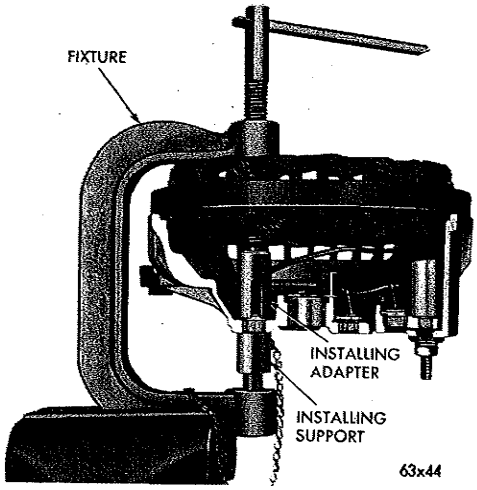

*Fig. 41—Installing a Rectifier*
(1) Check rectifier identification to make sure correct rectifier is being installed. Refer to Parts List for rectifier identification.
(2) Start rectifier squarely into mounting hole.
(3) Support heat sink or rectifier end shield on installer adapter of Tool C-3928. With the installing adapter positioned on the rectifier, carefully apply pressure with tool pressure screw until the installer tool, rectifier, rectifier end shield or heat sink are in alignment and after determining that rectifier is started squarely in the casting, slowly apply pressure with tool pressure screw until you feel the collar of the rectifier bottom against casting (Fig. 41). **Make sure installer support adapter fits square around the rectifier inner boss and that pressure is applied on outer rim of rectifier.**
(9) Install pulley on rotor shaft. Shaft of rotor must be supported in a manner so all pressing force is on pulley hub and rotor shaft (Fig. 41). **Press pulley on rotor shaft until pulley contacts inner race of drive end bearing. Do not exceed 6800 pounds pressure.**